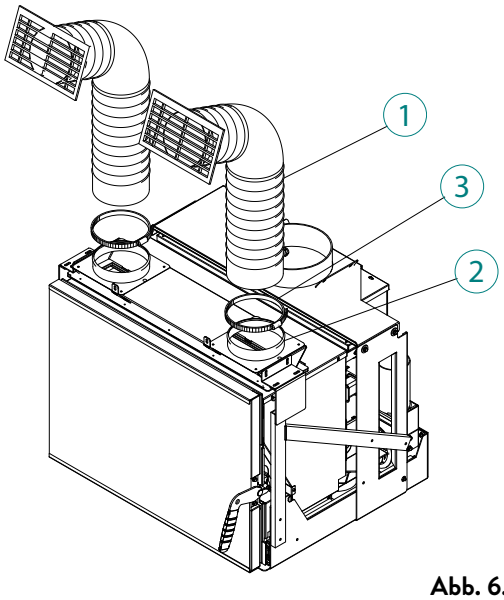

Abb. 6.3.2
Befestigen Sie den flexiblen Schlauch (1) mittels Klemmschellen (1) an den Ringen (3) (Abb. 6.3.2).